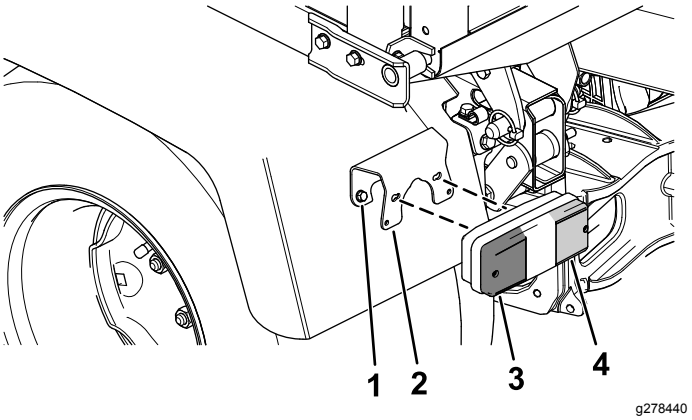

图2
2. 用支架和 2 个螺丝将后制动/信号灯安装到挡泥板上图2。
注意 确保将红色玻璃制动灯置于内侧琥珀色玻璃信号灯置于外侧图2。